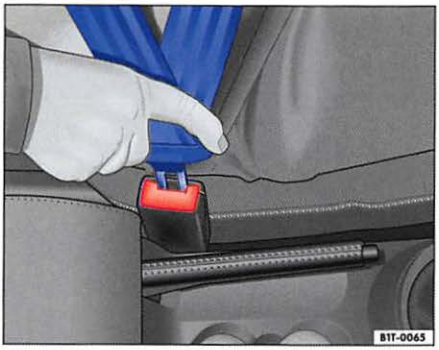

Fig. 12 Belt buckle and tongue for the driver's seat
– Insert the tongue into the correct buckle for your seat until you hear it latch securely ⇒ page 19, fig. 12.